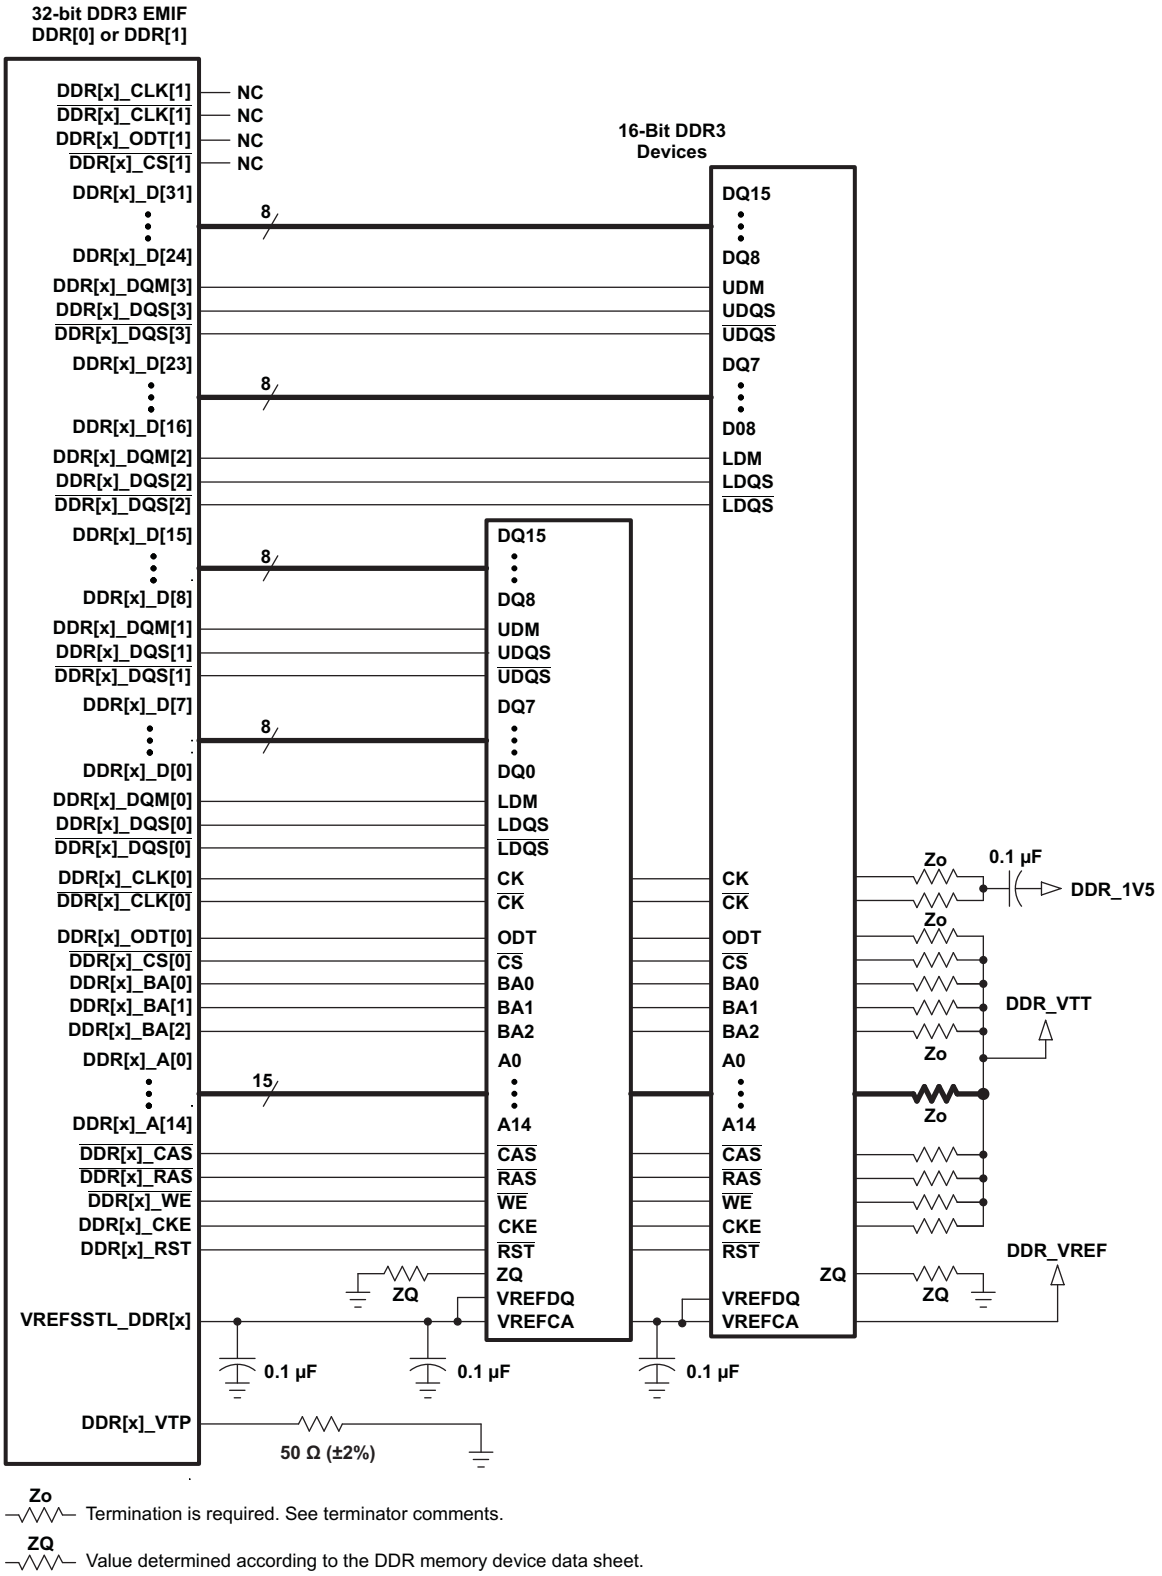
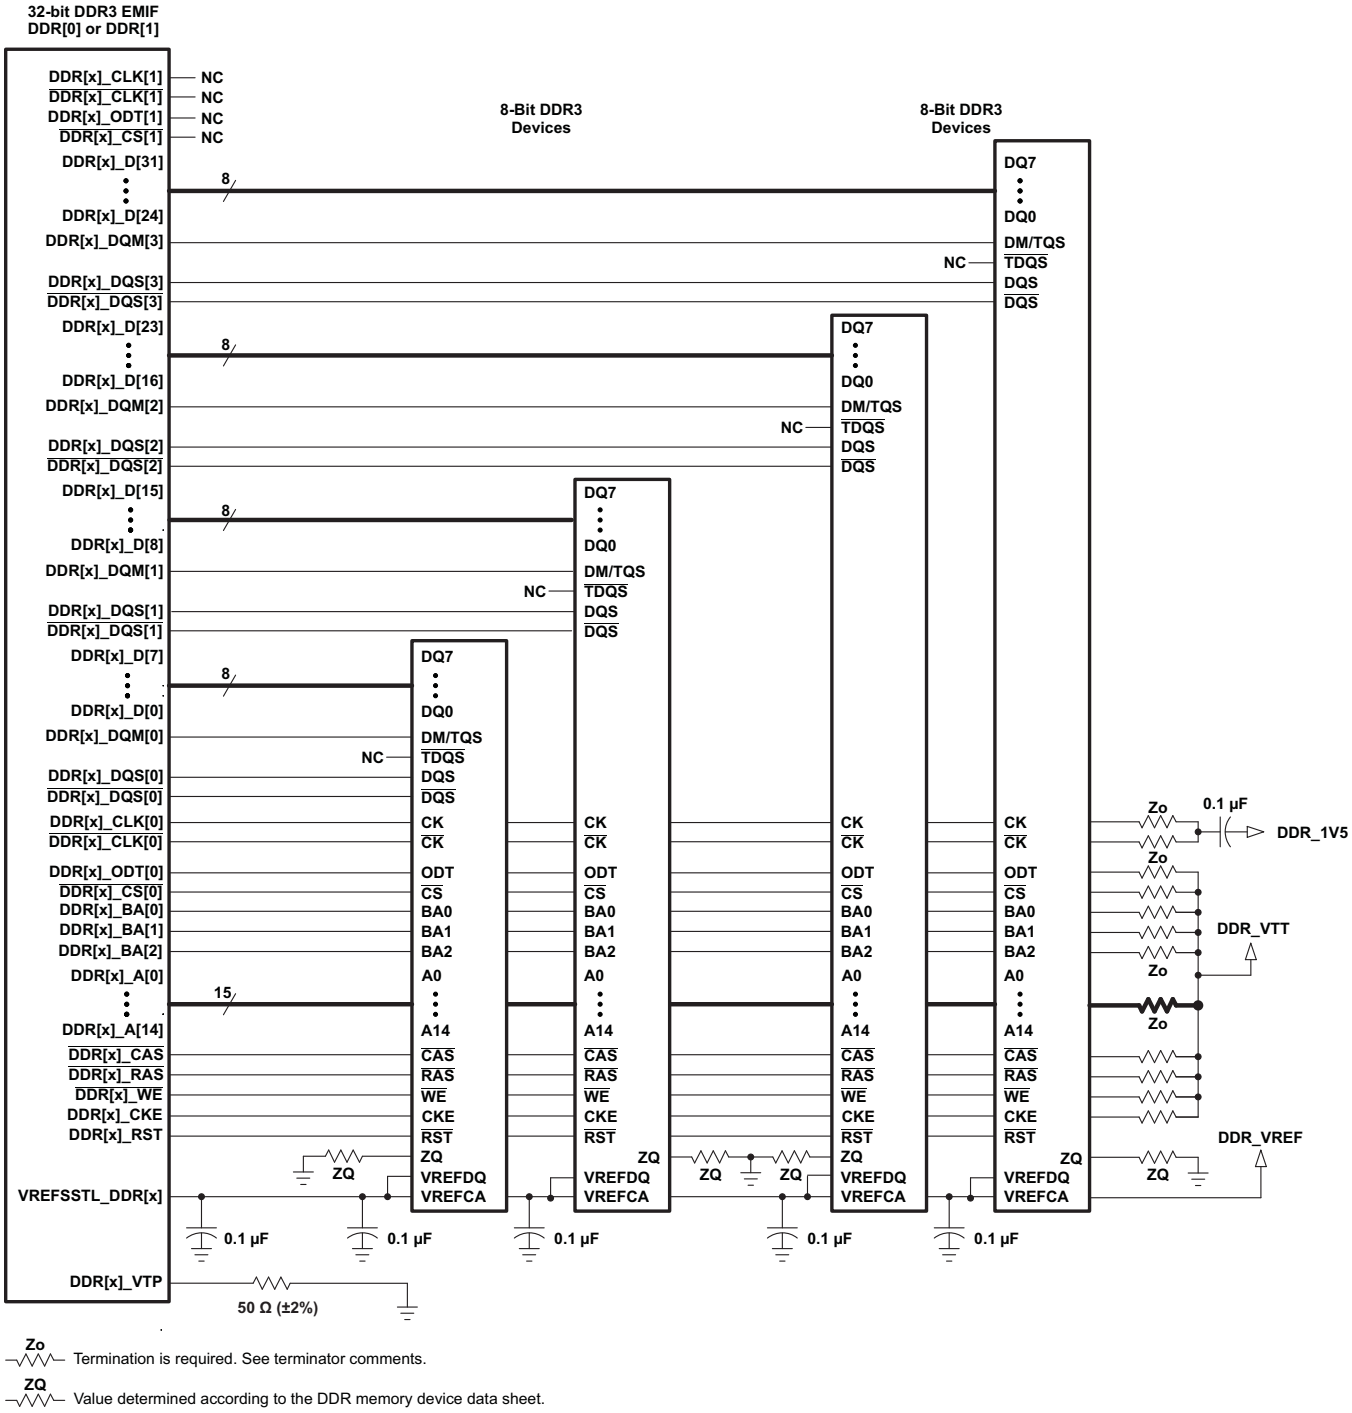

Figure 9-13. 32-Bit, One-Bank DDR3 Interface Schematic Using Two 16-Bit DDR3 Devices
Figure 9-14. 32-Bit, One-Bank DDR3 Interface Schematic Using Four 8-Bit DDR3 Devices
The DDR3 interface schematic varies, depending upon the width of the DDR3 devices used and the width of the bus used (16 or 32 bits). General connectivity is straightforward and very similar. 16-bit DDR devices look like two 8-bit devices. Figure 9-13 and Figure 9-14 show the schematic connections for 32-bit interfaces using x16 devices.
Note that the 16-bit wide interface schematic is practically identical to the 32-bit interface (see Figure 9-13 and Figure 9-14); only the high-word DDR memories are removed and the unused DQS inputs are tied off. The processor DDR[x]_DQS[2] and DDR[x]_DQS[3] pins should be pulled to the DDR supply via 1-kΩ resistors. Similarly, the $\overline{\text{DDR[x]_DQS[2]}}$ and $\overline{\text{DDR[x]_DQS[3]}}$ pins should be pulled to ground via 1-kΩ resistors.
(1) DDR3 speed grade depends on desired clock rate. Data rate is 2x the clock rate. For DDR3-1600, the clock rate is 800 MHz.
(2) For valid DDR3 device configurations and device counts, see Section 9.3.2.3, Figure 9-13, and Figure 9-14.